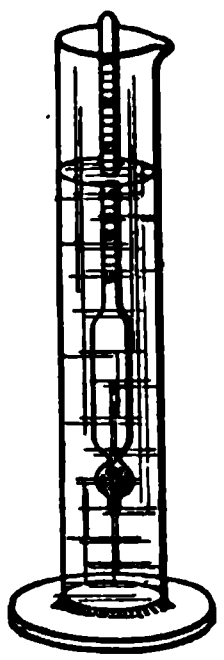

Fig. 84. Hydrometer used to measure specific gravity of liquids.
*3d Method.** The most common way of determining the specific gravity of liquids is by the **hydrometer.** This is usually made of glass, and consists of a cylindrical stem and a bulb weighted with mercury or shot to make it float upright (Fig. 84). The liquid is poured into a tall jar, and the hydrometer is gently lowered into the liquid until it floats freely. The point where the surface of the liquid touches the stem of the hydrometer is noted. There is usually a paper scale inside the stem, so made that the